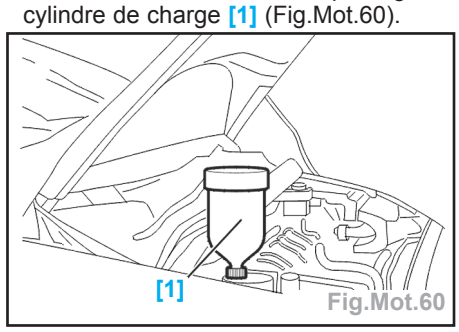

Fig.Mot.60
- Monter sur l'orifice de remplissage le cylindre de charge [1] (Fig.Mot.60).